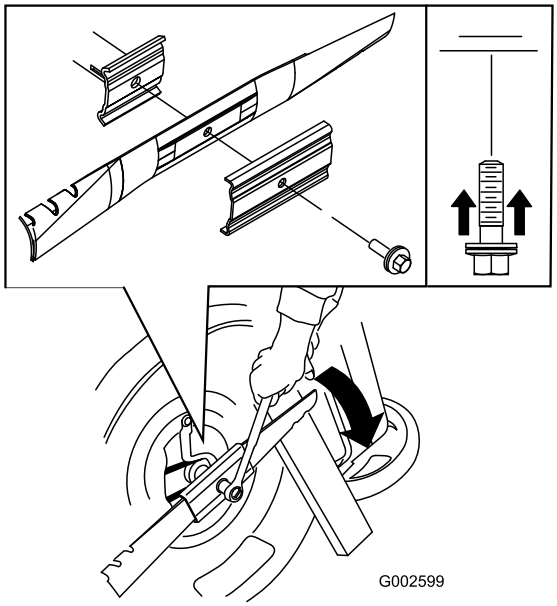

Bild 35
3. Stabilisieren Sie das Messer mit einem Holzblock (Bild 35).
4. Nehmen Sie das Messer ab und bewahren Sie alle Befestigungsschrauben auf (Bild 35).
5. Setzen Sie das neue Messer und alle Schrauben auf (Bild 35).